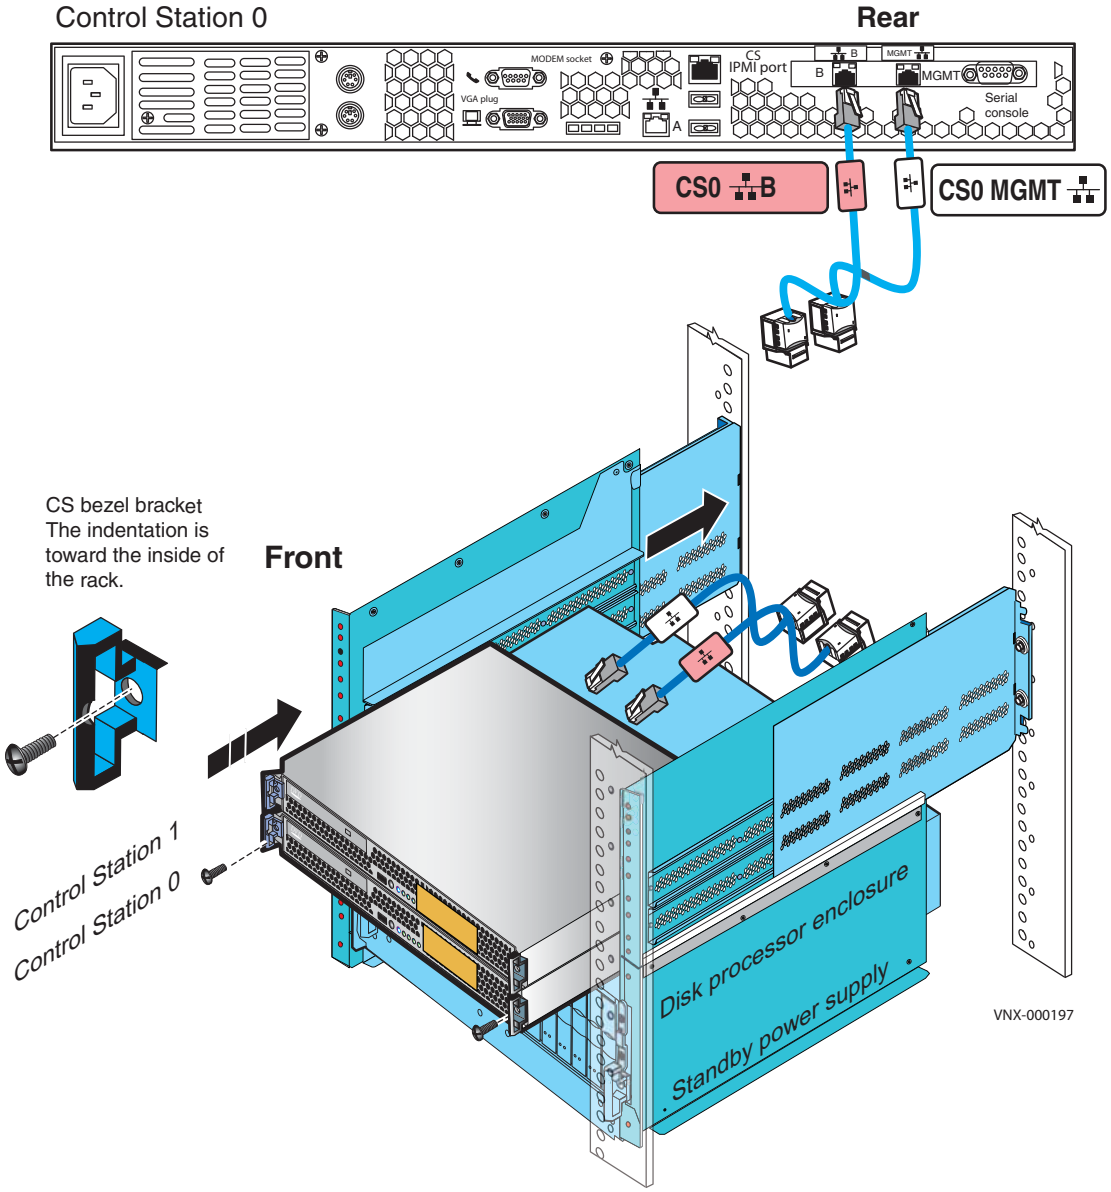

**Figure 11** Installing the Control Station(s) and extension cables
1. Slide the primary Control Station (CS0) into the slot above the DPE as shown in Figure 11.